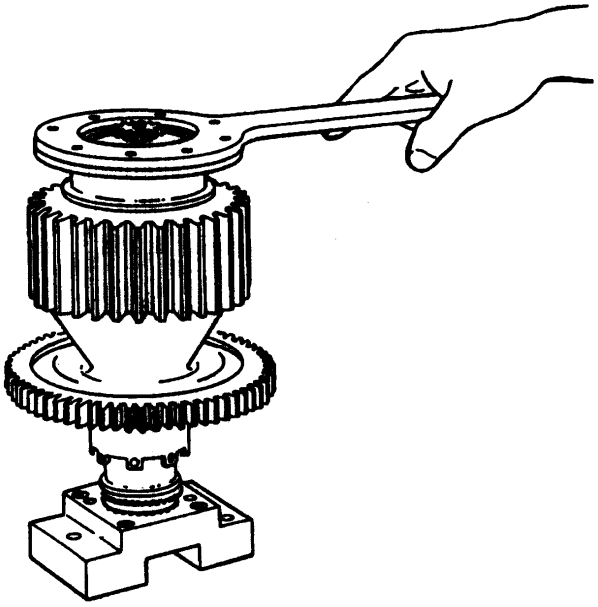
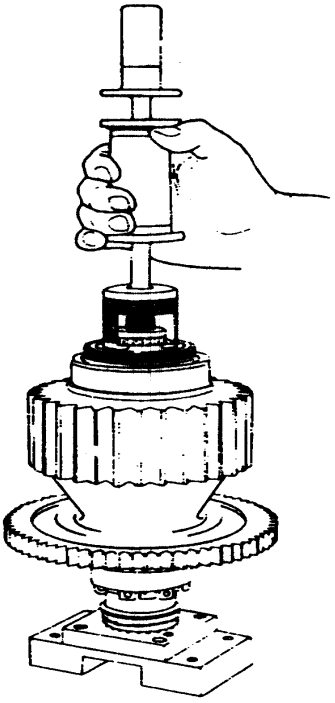

Figure 7. Removing Pinion Shaftgear Front Bearing Nut
Figure 8. Removing Scavenge Pump Drive Pinion Gear
a. Remove front bearing retaining nut (figure 7) as follows:
(1) Remove rear bearing outer ring and rollers.
(2) Install pinion shaftgear into 6796253 support.
(3) Remove internal retaining ring and headed pin from ID of scavenge pump drive pinion gear.
(4) Remove retaining nut using 6797897 wrench.
b. Remove scavenge pump drive pinion gear from pinion shaftgear using 6796559 puller (figure 8).
g. Remove rear bearing inner ring (figure 8) as follows:
(1) Install pinion shaftgear into 23034311 holder.
(2) Remove and discard cotter pin from lockpin and nut lug. Remove lockpin.
(3) Remove retaining nut using 6796046 wrench.
(4) Remove pinion shaftgear from holder.